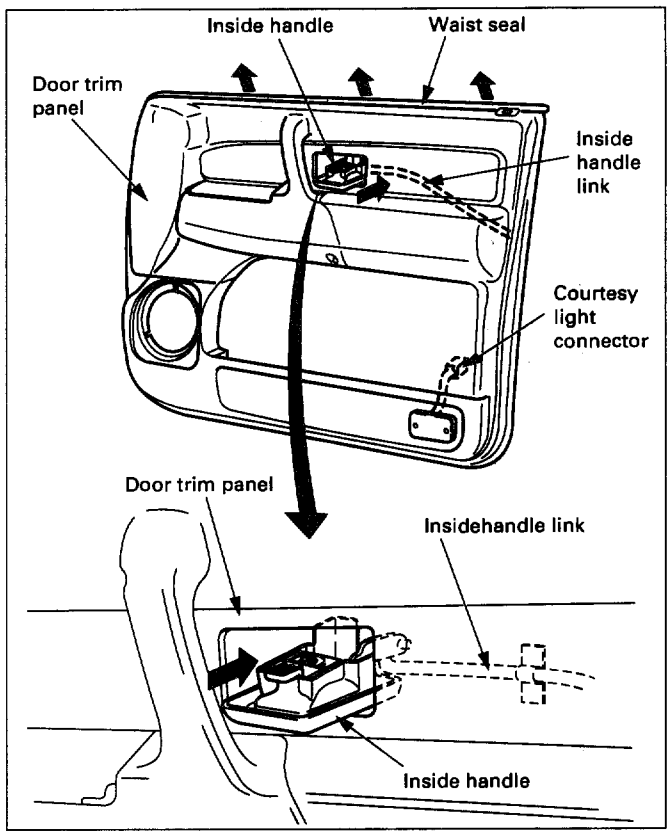

Fig. 10-38
- Disconnect the courtesy lamp connector to lift the trim panel and unlock the engagement of the waist seal section. Then, pass the inside lever through the mounting hole of the trim panel, and detach the trim panel. (Fig. 10-38)